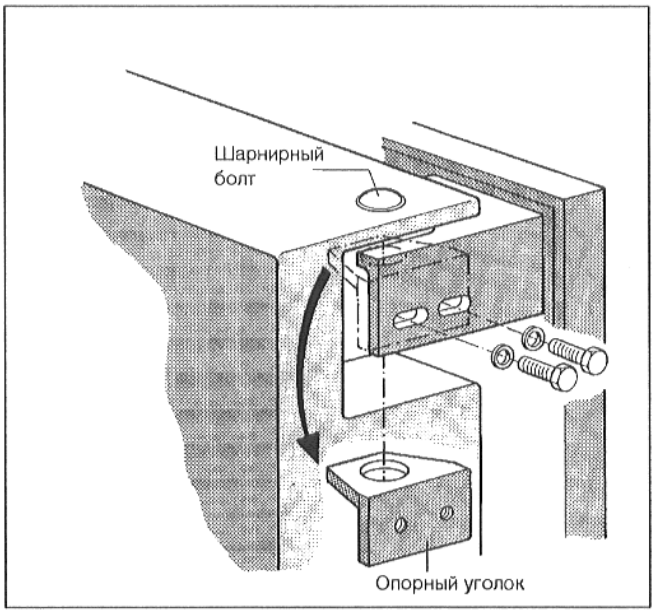

Рис. 6
- Вывернуть из каждого шарнира вверху и внизу по 2 винта с шестигранной головкой (Рис. 6).
- Вынуть опорные уголки изнутри по направлению вниз (Рис. 6).
- Ввести опорные уголки вверху и внизу на противоположной стороне отверстием в шарнирный болт и привинтить к несущему уголку двери, использовав по 2 винта с шестигранной головкой (Рис. 6).